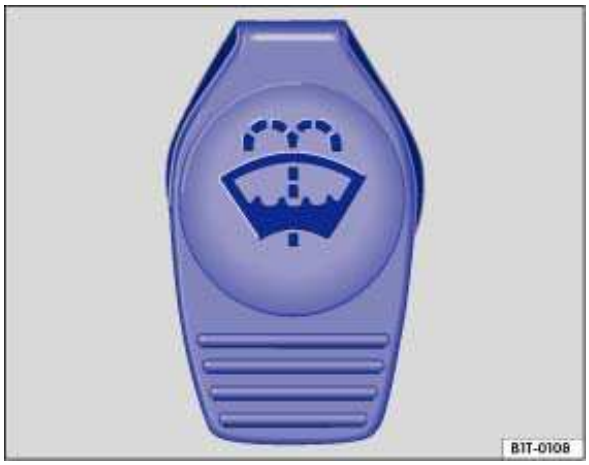

Fig. 93 In the engine compartment: Cap of the windshield washer fluid reservoir.
- The windshield washer fluid reservoir can be identified by the symbol on its cap ⇒ fig. 93.